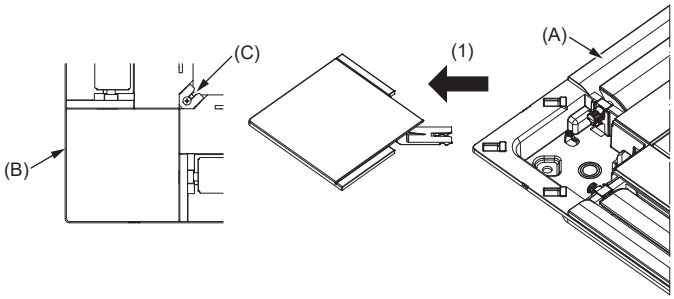

Abb. 10-4
10.2.2. Entfernen der Eckplatte (Abb. 10-4)
- Die Schraube von der Ecke der Eckplatte lösen. Die Eckplatte in Pfeilrichtung (1) schieben und abnehmen.